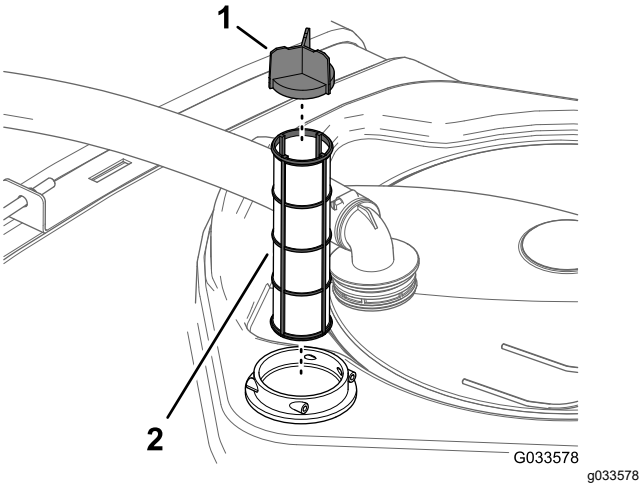

Figure 60
4. Retirez l'ancien filtre d'aspiration de son logement dans la cuve (Figure 60).